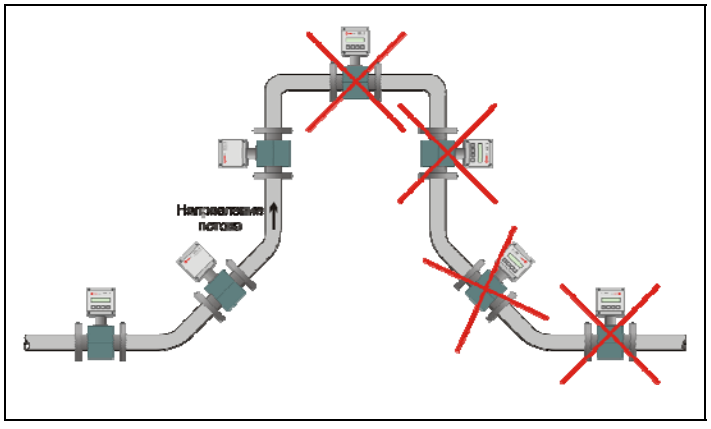
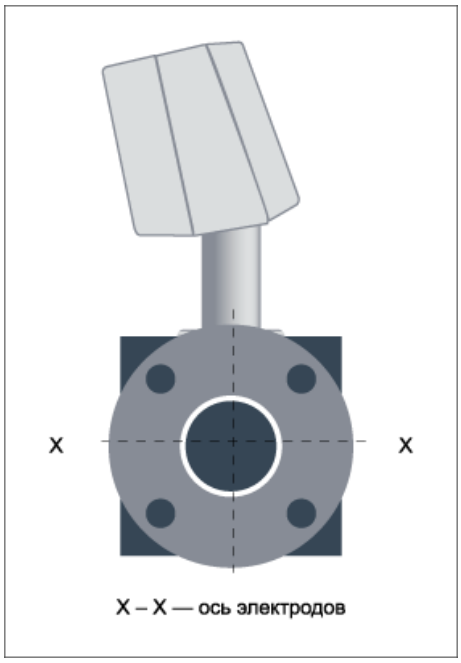

Рисунок 3 — Варианты установки датчика расхода
Рисунок 4 — Ориентация датчика расхода относительно оси электродов
2.2.2.2 Первичный преобразователь (датчик) расхода ППР устанавливается в соответствии со стрелкой, указывающей направление потока, на горизонтальном, вертикальном или наклонном трубопроводе при условии, что весь объём трубы первичного преобразователя в рабочих условиях заполнен измеряемой средой (рисунок 3), а ось, соединяющая электроды датчика расхода, горизонтальна (рисунок 4). Горизонтальность проверяется визуальным осмотром. Как исключение, возможно отклонение оси электродов от горизонтальной линии в случае гарантированного исключения образования газовой прослойки вблизи электродов, которая может препятствовать нормальной работе датчика расхода.